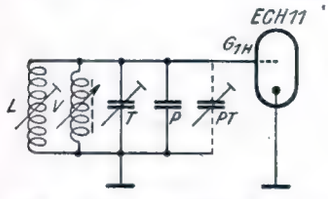

Bild 1. Schaltung des Bandspreiz-Variometers beim Telefunken 166 bzw. Siemens 14.
Betrachten wir den Aufwand, der für den Langwellenteil in der üblichen Ausbildung getrieben werden muß, obgleich mit ihm heute faſt nur der Deutſchlandſender empfangen wird, ſo fällt uns ſofort das ungünſtige Verhältnis zwiſchen Nutzen und Koſten auf. Denken wir uns z. B. in der allgemein üblichen Superhetſchaltung nach Bild 1 den Langwellenteil ganz fort, ſo erſparen wir zwei Spulen, vier Kondenſatoren beſter Ausführung, einen teueren Wellenſchalter, Werkſtoff an Spulenabſchirmung und Aufbaugeſtell — dieſe können einiges kleiner gehalten werden —, und dazu viel Arbeit. Wer ſchon einmal einen Superhet ohne Wellenumſchaltung gebaut hat, weiß auch dieſen letzten Vorteil wohl zu ſchätzen.
Oben: Bild 1. Die übliche Superhetſchaltung.
Im folgenden wollen wir über die elektrischen und konstruktiven Einzelheiten der genannten Geräte, soweit sie in diesem Zusammenhange interessieren, berichten. Dabei stellen wir an die erste Stelle den Telefunken 166 bzw. den Siemens 14, weil sich hier in elektrischer sowohl wie in konstruktiver Hinsicht eine Besonderheit findet. Diese Empfänger haben sechs Röhren und sechs Kreise, von denen vier im Zwischenfrequenzteil liegen. Erste Röhre ist die Mischröhre. Die Schaltung im Mittel- und Langwellenbereich ist völlig normal, im Kurzwellenteil jedoch finden sich Abweichungen. In Bild 1 ist für ein Kurzwellenrundfunkband die dann mittels des Wellenbereichschalters hergestellte Schaltung im Vorkreis, der eine gleiche Schaltung im Oszillatorkreis entspricht, herausgezeichnet. Parallel zur Hauptabstimmspule L, die für alle Kurzwellenbänder und auch für den gleichfalls vorgesehenen durchgehenden Kurzwellenbereich angeschaltet bleibt, liegt ein Variometer V, das ebenfalls für Kurzwellen stets in Betrieb ist. Es handelt sich hierbei um eine Zylinderspule, die auf ein Isolierrohr gewickelt ist und in deren Körper sich ein Hf-Eisenkern verschieben läßt. Auf den gleichen Spulenkörper ist die Variometerspule des Oszillatorkreises gewickelt, und auf der gleichen keramischen Achse, die den erwähnten Eisenkern des Vorkreis-Variometers trägt, ist auch der Hf-Eisenkern für das Oszillator-Variometer angebracht. Parallel zu den Induktivitäten liegt ein Trimmer T, und für die Abstimmung auf die Kurzwellenbänder (17, 19, 25, 31 und 49 m) wird vom Wellenbereichumschalter jeweils eine passende Kapazität P parallelgeschaltet, die bei den beiden langwelligsten Bändern aus einfachen Festkondensatoren entsprechend enger Toleranzen, bei den übrigen drei Bändern jedoch aus einem Festkondensator mit parallelgeschaltetem Trimmer (PT) besteht. Da die erforderliche Abstimmvariation nur gering ist, kommt man mit einer recht geringen Verschiebung der Hf-Eisenkerne aus.